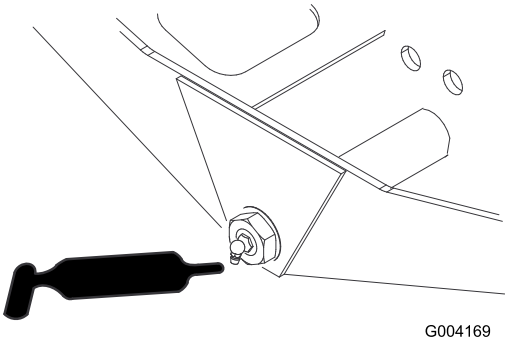

**Figur 81**
- Akselstyringsdreietapp (1) (Figur 81)